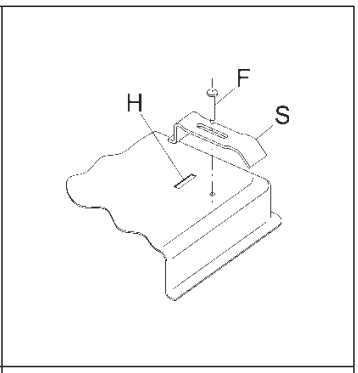

FIG. 10
- Fastgør den med bøjlerne "S", og sørg for, at den del som rager ud sættes ind i slidsen "H" i bunden og stram skruerne "F" indtil bøjlen "S" sidder fast på toppen (se fig. 10).
- Fastgør den med bøjlerne “S”, og sørg for, at den del som rager ud sættes ind i slidsen “H” i bunden og stram skruerne “F” indtil bøjlen “S” sidder fast på toppen (se fig. 10).